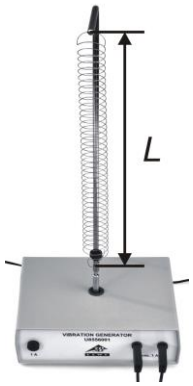

Fig. 4a: Illustration der (effektiven) Länge *L* der eingespannten Schraubenfeder.
- Die (effektive) Länge L der Schraubenfeder (Fig. 4a) auf ca. 30 cm einstellen. Ggf. Position der abgewinkelten Stativstange anpassen.
- Effektive Längen *L* der eingespannten Schraubenfeder und des eingespannten Seils (Fig. 4a, b) messen und notieren.